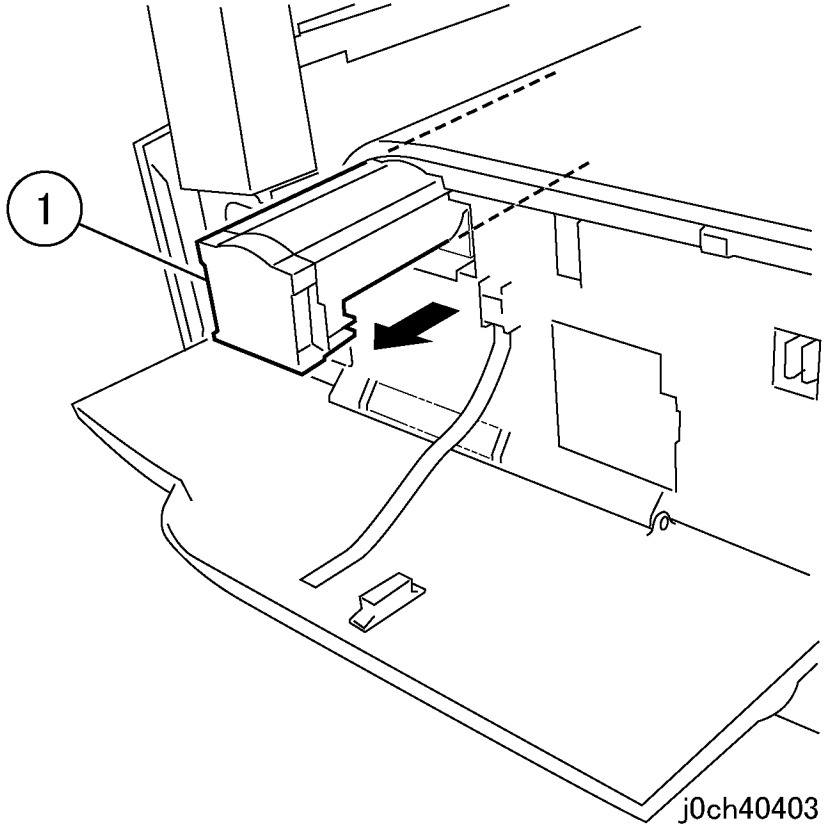

Рисунок 1 Снятие тонер-картриджа (j0ch40403)
2. Выньте тонер-картридж (рисунок 1).